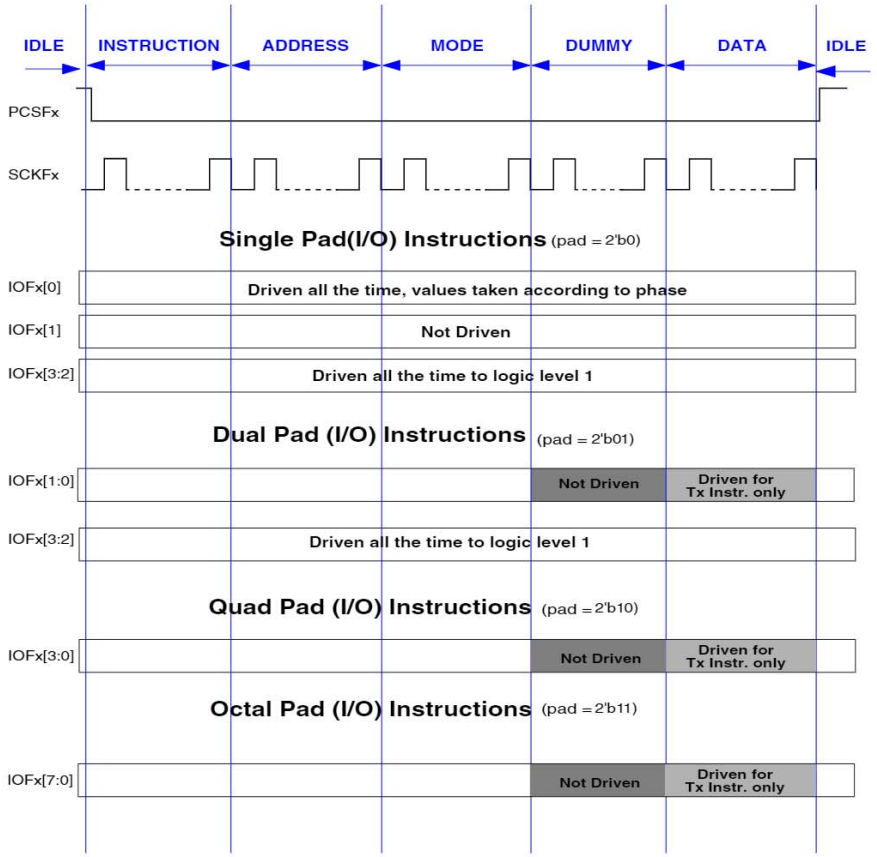

Figure 37-3. Serial Flash Access Scheme
- DUMMY: Dummy clocks are provided to the serial flash device. Refer to the Figure 37-3 for the IOFx signals driven. The actual data lines required for the SFM Command executed are not driven for data read commands. Note that this phase is not applicable for all SFM Commands.